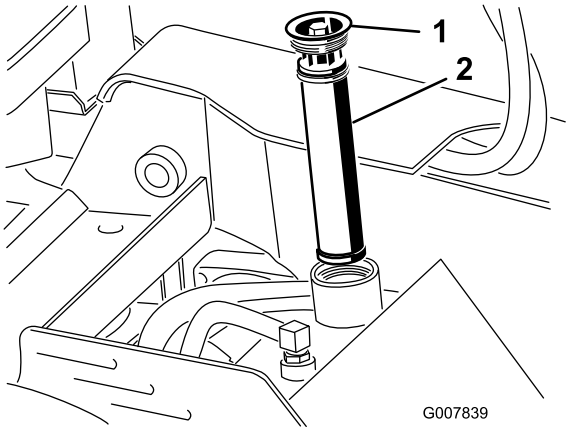

**Figur 18**
5. Gör rent i området runt hydraultankens påfyllningsrör och ta bort locket och filtret från röret med en hylsnyckel (Figur 18).